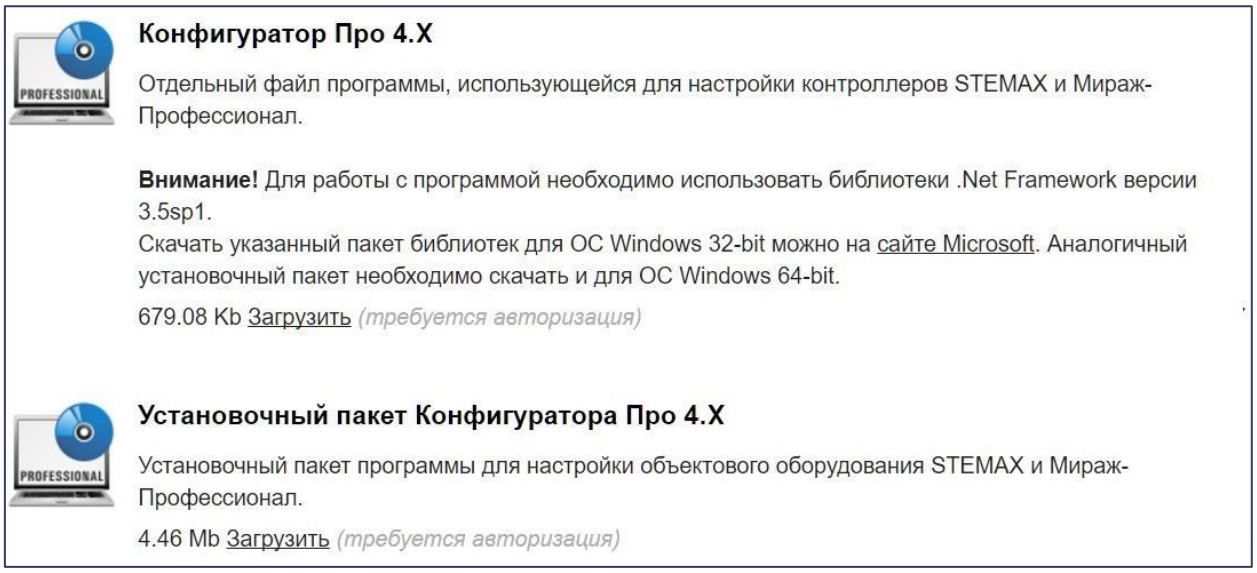

Рисунок 5.1 – Страница загрузки программы на веб-сайте ООО «НПП «Стелс»
1. Загрузите с веб-страницы http://nppstels.ru/support/konf/ установочный пакет программы (см. рисунок 5.1).